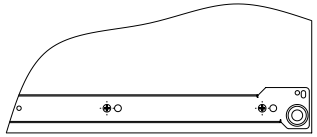

Рис.1
1. При помощи шурупов 3,5х16 установить направляющие длиной 350 мм на боковины 3, 4. **Внимание:** данные направляющие закрепляются во вторые (большие) отверстия (Рис. 1).
(Рис.1)